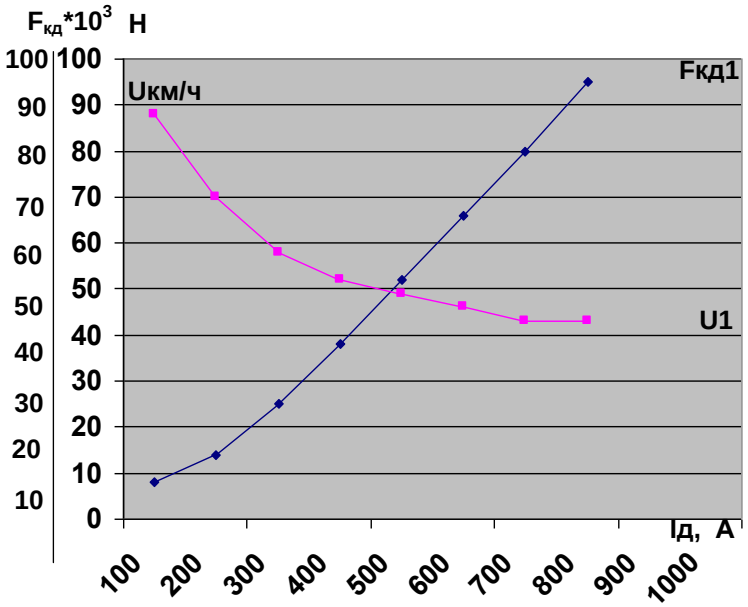

Рис. 1 Скоростная и электротяговая характеристика тягового электродвигателя электровоза
1. .На рис. 1 приведены скоростная и электротяговая характеристики электродвигателя электровоза. Масса состава $Q = 4000$ т, масса электровоза P =184 т. Необходимо рассчитать и построить тяговую и удельную тяговую характеристику локомотива. Радиус кривой пути R = 450 м.